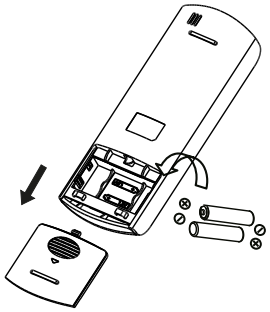

Рисунок 6 - порядок замены батареек ПДУ
• Для замены батареек необходимо сдвинуть крышку пульта управления (см. рис. 6), извлечь батарейки и вставить новые, после чего установить крышку на место.